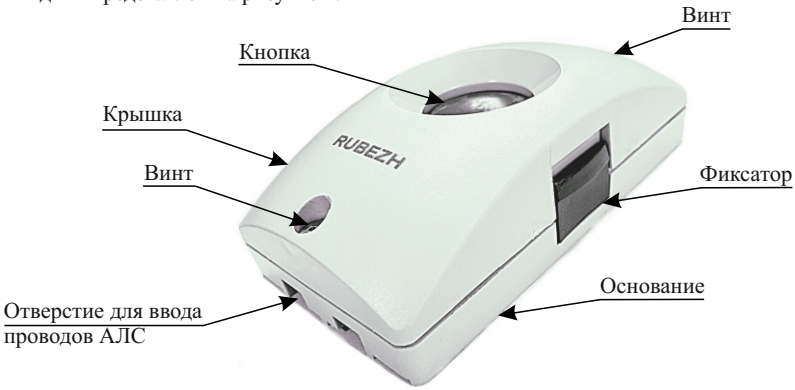

Рисунок 1
5.6 Для установки КТ необходимо снять крышку, открутив два винта (рисунок 1).
5.9 Пропустить провода АЛС в прямоугольное отверстие основания (рисунок 1) и подключить к клеммной колодке. Клеммная колодка обеспечивает надежное соединение с проводами сечением от 0,35 до 1,5 мм^2.